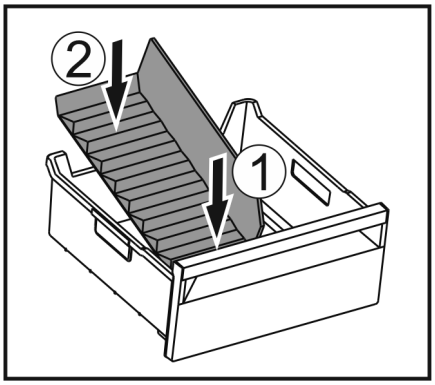

Fig. 229
▶ Insert the front part of the ice compartment divider. *Fig. 229 (1)*
▶ Lower the rear part of the ice compartment divider to the drawer bottom. *Fig. 229 (2)*